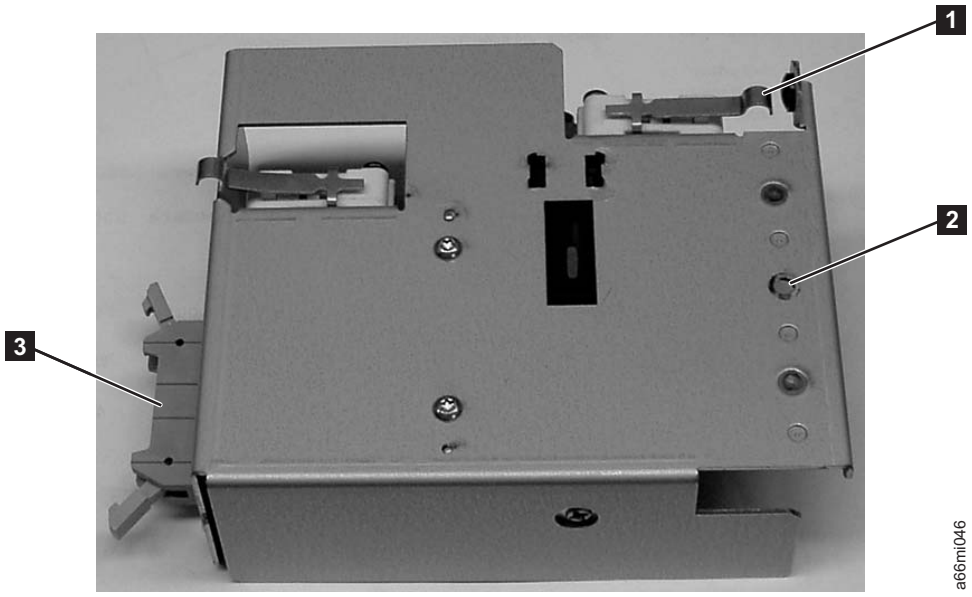

Figure 7-36. I/O Station Lock Assembly (top view)
4. Remove the mounting screw (**2** in Figure 7-36 on page 7-35), and set it aside.
5. Disconnect the I/O Station cable (**3** in Figure 7-36 on page 7-35) from the lock assembly.
c. Ensure the I/O Station switch actuator lever (**1** in Figure 7-36 on page 7-35) is not stuck under the enclosure sheet metal and operates without binding on the enclosure.